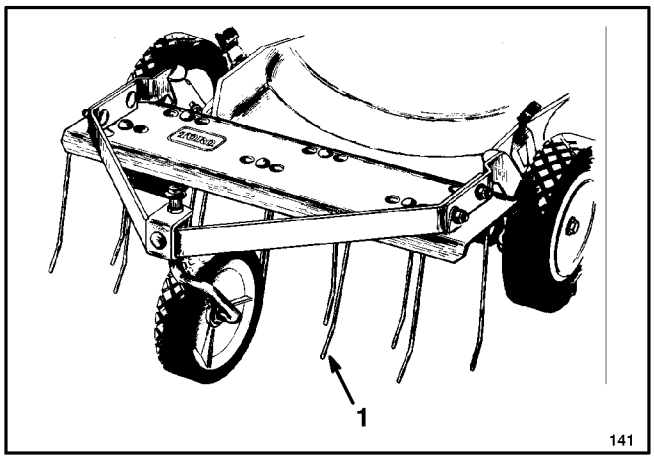

Figure 31
1. Dethatcher Kit, Model No. 59131—Installs in minutes. Front mounted for easy maneuverability. Spring tines loosen thatch for clean vacuuming into grass bag (Fig. 31) and convenient disposal.